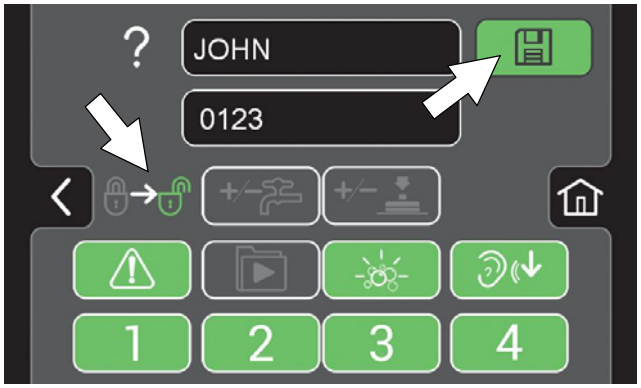

図 165
6. 使用のアクセス許可を新規ユーザーに与えるコントロールを選択します（図165）。